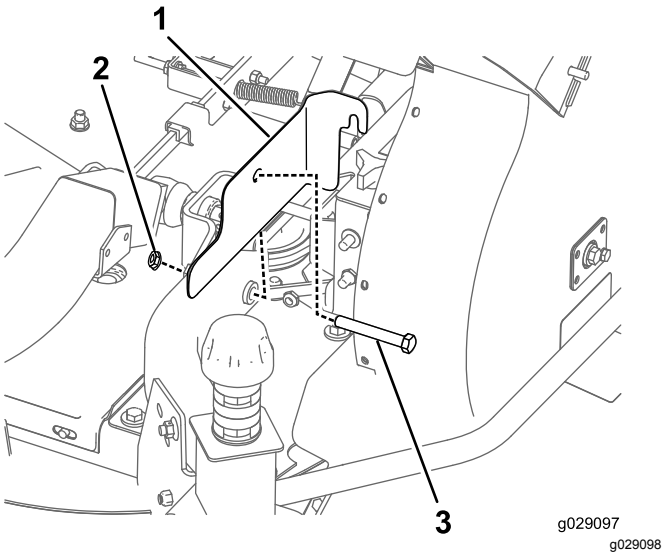

Figur 25
1. Monter remafskærmningen på maskinen (Figur 25).